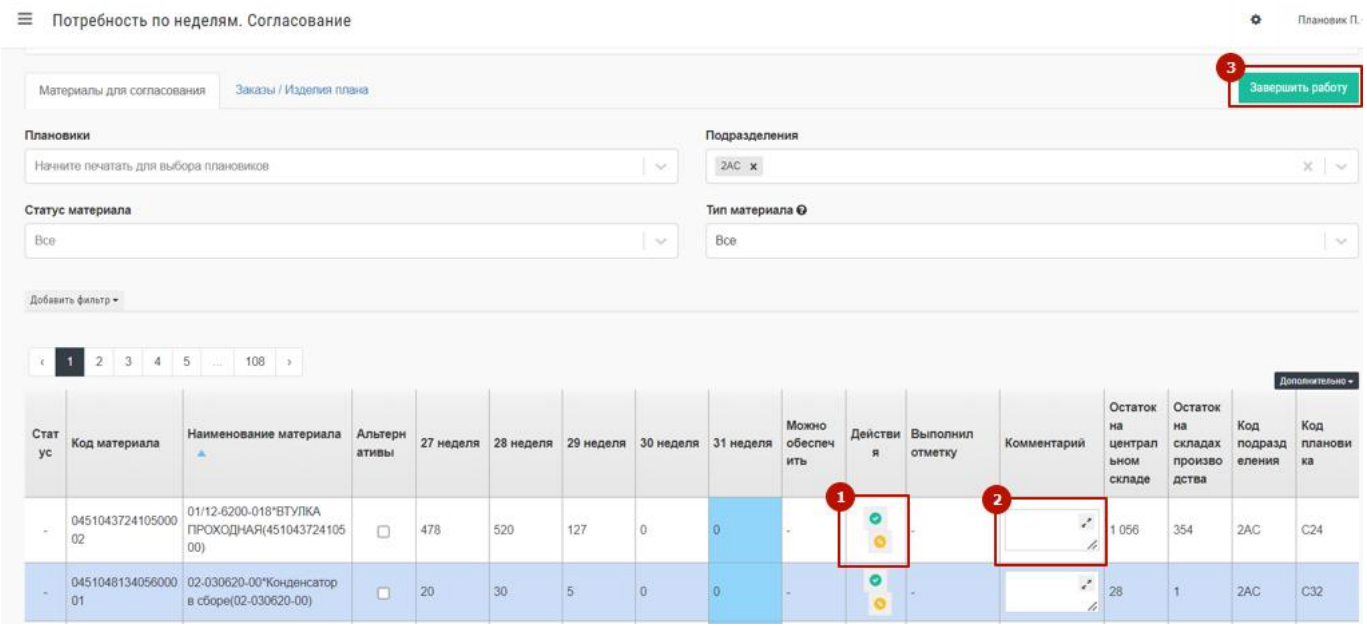
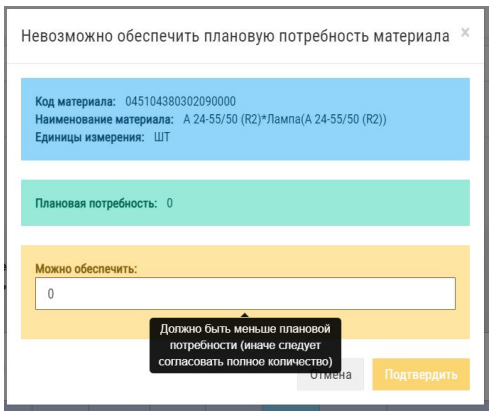

Рис. 105 – Действия по согласованию
Рис. 106 – Ввод значения
Изменение статуса и количества материала, которое можно обеспечить, происходит путем нажатия в требуемой строке на значок с действием (1 на Рис. 105):
- значок ставится, когда указанная в расчете потребность не может быть обеспечена в полном объеме. После нажатия на значок появляется новое окно, в котором необходимо заполнить количество, которое может быть обеспечено и нажать кнопку «Подтвердить» (показано на Рис. 106). После этого, в колонке «Можно обеспечить» появляется введенное число, а в колонке «Статус» - значок . В колонке «Выполнил отметку» появляется ФИО сотрудника в роли «Плановик». Затем в колонке «Комментарий» необходимо обязательно оставить информацию о причине, по которой нельзя обеспечить потребность. Для этого необходимо навести указатель мыши внутрь поля (2 на Рис. 105) и нажать левую кнопку мыши. После ввода комментария нужно нажать на значок .
Проставленные отметки и комментарии можно редактировать в любой момент до завершения процесса согласования. После того как сотрудник в роли «Плановик» обработал все необходимые материалы и принял решение о возможности поставки – необходимо нажать кнопку "Завершить работу" (3 на Рис. 105). Это указывает на то, что он завершил свою часть согласования и его решение может быть учтено при согласовании плана. Сотрудника в роли «Плановик» может возобновить работу в любой момент до того, как сотрудник в роли «Руководитель подразделения», куда входит сотрудника в роли «Плановик», не примет решение о завершении работы над согласованием.